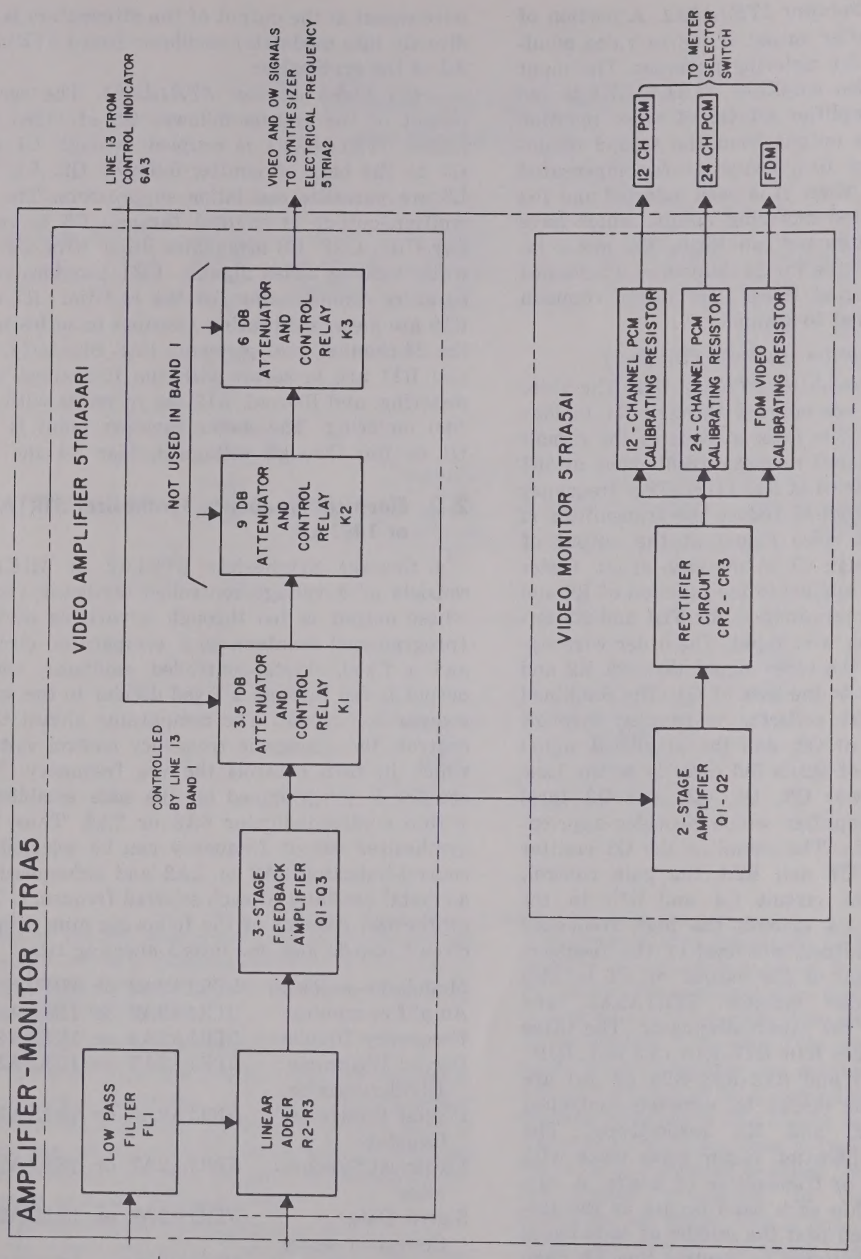

Figure 2-2. Amplifier-monitor 5TR1A5, block diagram.
a. General. Amplifier-monitor 5TR1A5 consists of two separate printed circuit boards, video amplifier 5TR1A5AR1 and video monitor 5TR1A5A1, both of which are mounted in the same case. This signal path is shown in figure 2-2 and the overall circuit diagram is shown in figure 2-2).